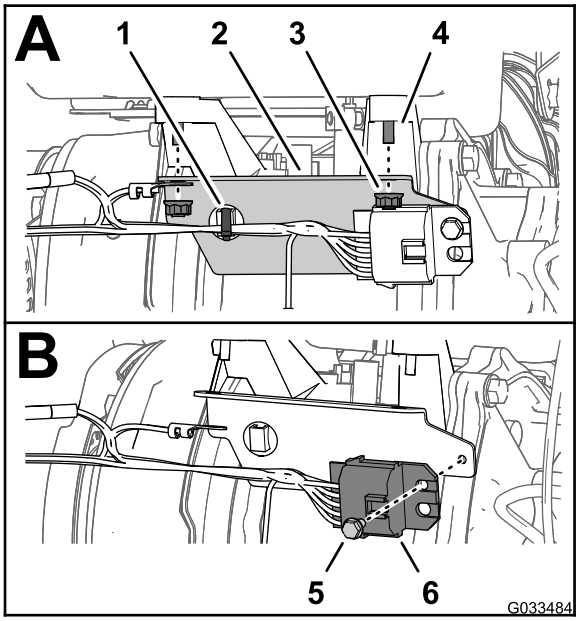

Figura 7
A. En la parte trasera del motor, retire la brida que sujeta el arnés de cables del módulo de enclavamiento al soporte del arnés de cables (Figura 7, A).
B. Retire las 2 tuercas que sujetan el soporte del arnés de cables al motor (Figura 7, A).
C. Retire el perno con arandela prensada (10-24 x 3/8") que sujeta el módulo de enclavamiento al soporte del arnés de cables (Figura 7).